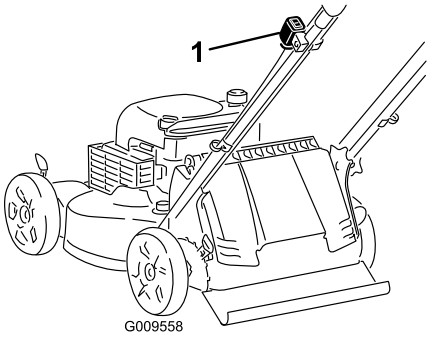

Figura 11
1. Ponga el interruptor de encendido en la posición de Encendido ("I") (Figura 11).